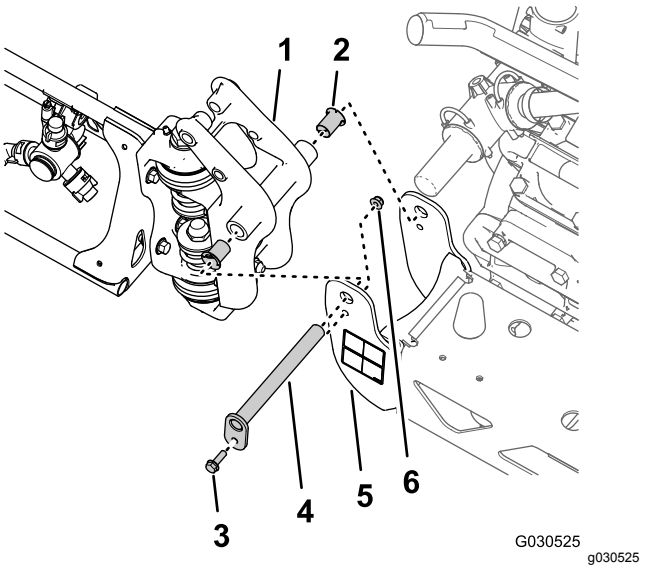

Figur 74
1. Ta bort flänsskruven (5/16 x 1 tum) och flänslåsmuttern (5/16 tum) som fäster svängtappen på tappfästet (Figur 74).
2. Ta bort svängtappen från centersprutrampssektionens tappfäste och den yttre sprutrampssektionens svängkoppling (Figur 74).
3. Separera den yttre sprutrampssektionen från centersprutrampssektionen och ta bort den yttre sektionen från maskinen (Figur 74).
4. Ta bort de två nylonflänsbussningarna från svängkopplingen på den yttre sprutrampssektionen (Figur 74).